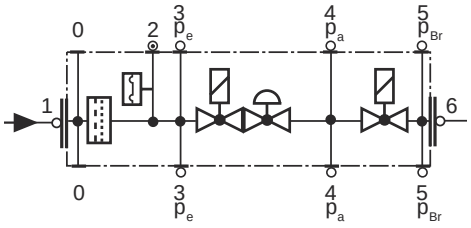

Рис. 60
- Заменяйте фильтр, если разница давления между точками 1 и 3 (Рис. 60) $\Delta p > 10$ мбар.